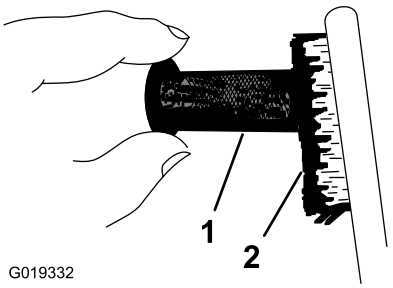

Figura 57
6. Utilice un cepillo para eliminar con cuidado los depósitos de hollín de la rejilla del parachispas (Figura 57).